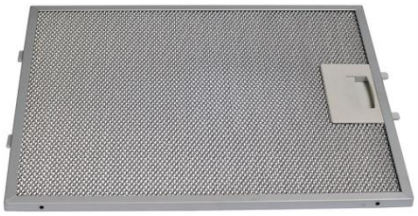

*Рис. 2*
2. Снимите алюминиевый жироулавливающий фильтр (рис. 2).
7. Установите жироулавливающий фильтр (рис. 2).
Для отсоединения алюминиевого фильтра (рис. 2) следует нажать на пружинный замок на фильтре и вынуть его. Установка фильтра производится в обратном порядке. Следует нажать на пружинный замок на фильтре и установить его на место, после чего замок отпустить.